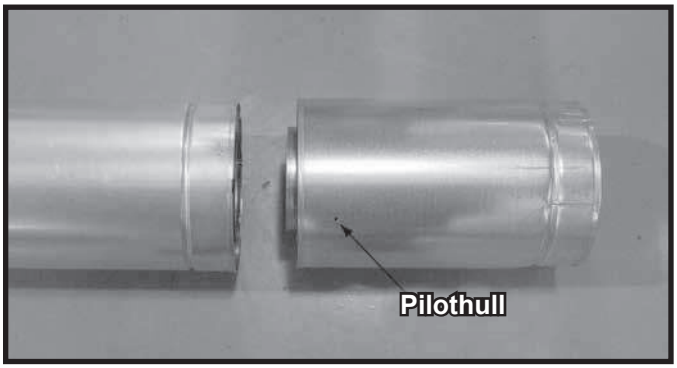

Fig. 10.6 Glidedel pilothull
- La den indre avtrekksrøren av glidedelen gli inn i den indre avtrekksrøren av rørdelen, og den ytre avtrekksrøren av glidedelen gli over den ytre avtrekksrøren av rørdelen. Se Fig. 10.6.